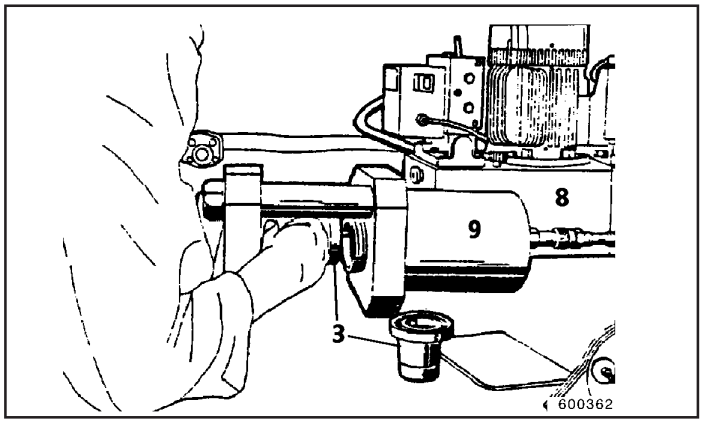
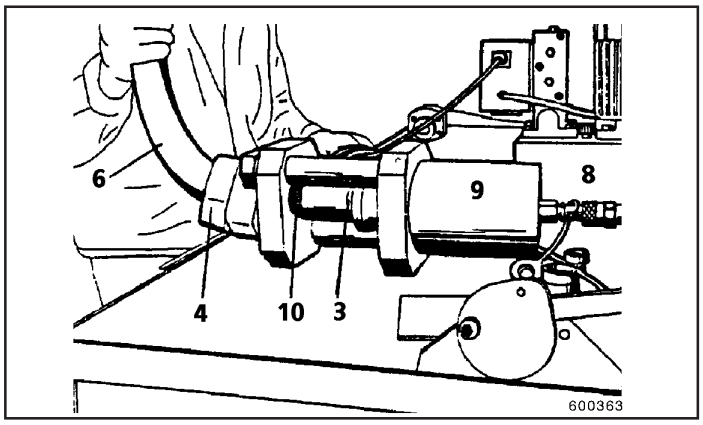

Fig.4
Fig.5
2. Aplique óleo no anel “Z” (3) e à superfície interna do flange (4).
3. Empurre o flange (4) deslizando-o sobre o tubo (5).
4. Introduza o anel “Z” (3, Fig. 4) e pressione-o em conjunto com o tubo (6, Fig. 5) contra a placa de pressão do cilindro (9).